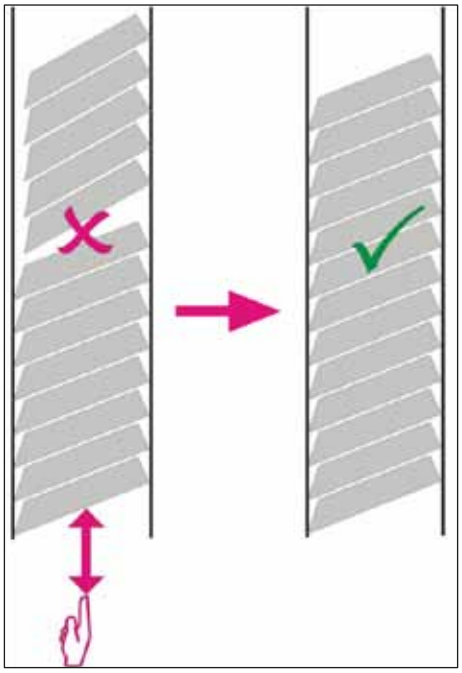

Fig. 29
✓ Los casete deben quedar así bien colocados en el cargador (→ "Fig. 29").
- Si se utilizan casetes agrupados, verifique que la pila recién insertada quede perfectamente alineada con los casetes de la carga anterior (→ "Fig. 29").